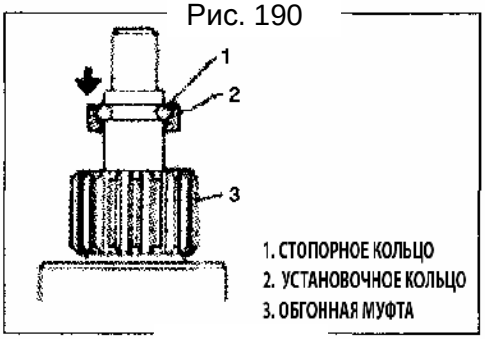

Рис. 191
6) Освободите установочное кольцо (Рис. 191).